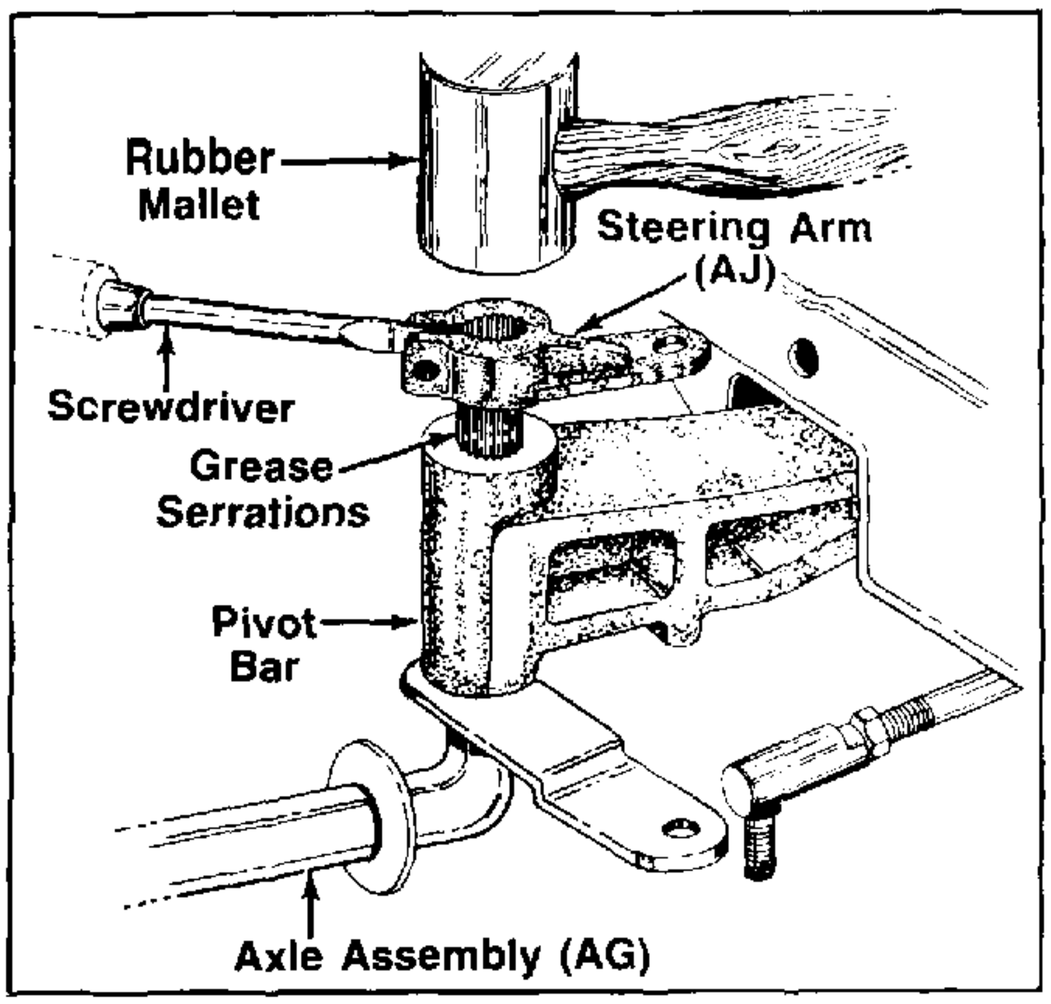

FIGURE 27.
27. Assemble the steering arm (AJ) over serrated end of axle. **Note: The steering arm must be straight *in line with the axle and 90° from the wheel.*** See figures 27 and 28. With a large screwdriver pry slot in open end of steering arm (AJ) to allow serrations in steering arm to be started over serrated axle end. Tap on steering arm with a rubber mallet, while applying pressure with the screwdriver, until steering arm is down against the pivot bar. See figure 27.